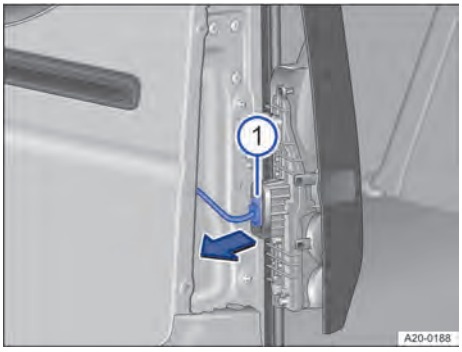

**Fig. 161** En el grupo óptico trasero: desacoplar el conector.
1. Desacople el conector en el sentido de la flecha → fig. 161 ①.
4. Acople el conector al portalámparas → fig. 161 ①.